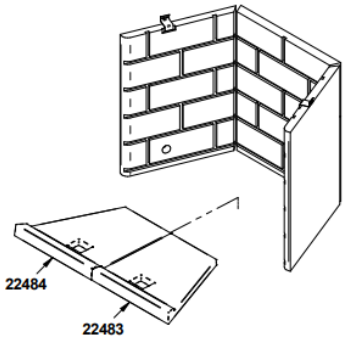

Figure 42.2
2. Enlevez le panneau réfractaire de plancher (22198). **Figure 42.2**